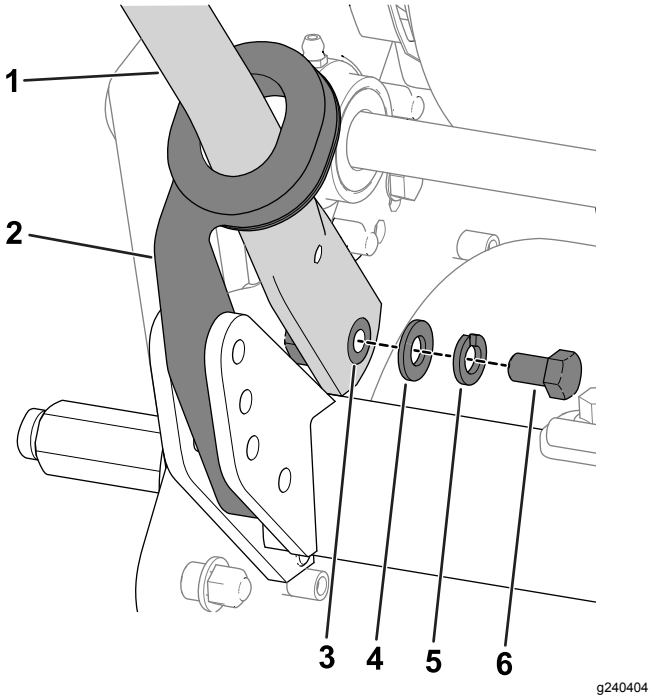

Figur 4
4. Kläm ihop handtagens ändar inåt och montera dem på fäststiften (Figur 4).
5. Sätt fast handtagen på fäststiften med de skruvar (⅜ tum), brickor och låsbrickor som du tog bort tidigare (Figur 4).